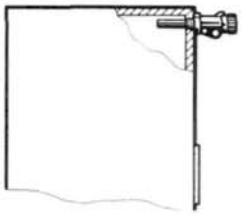

Рисунок 3
- *При горизонтальной установке (рисунок 3) используются черные цифры и маркировка.*